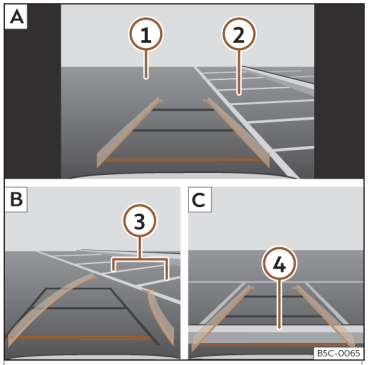

Fig. 197 Visualizzazione sul display del sistema infotainment: parcheggiare con l'assistente alla retromarcia.
Legenda della **fig. 197**:
- Posizionare il veicolo davanti all'area di parcheggio>>> **fig. 197** 2 A.